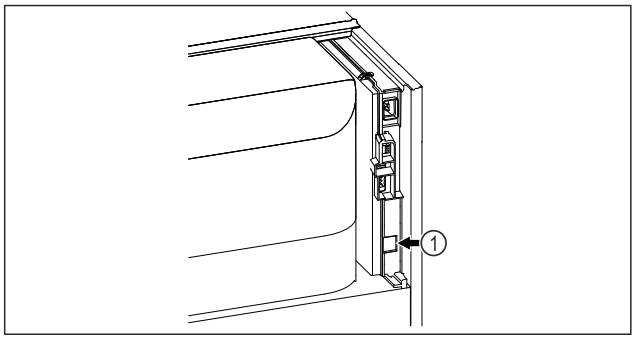

Fig. 60
❑ SmartModule *Fig. 60 (1)* is geplaatst.